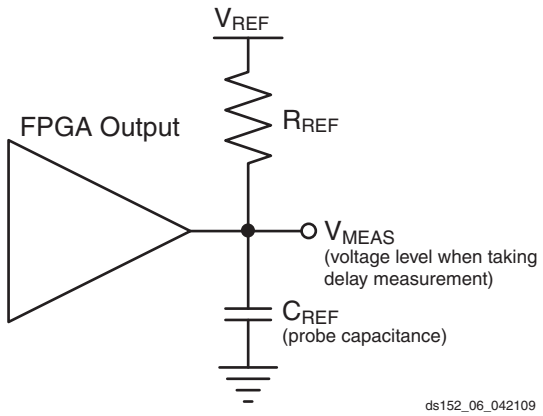
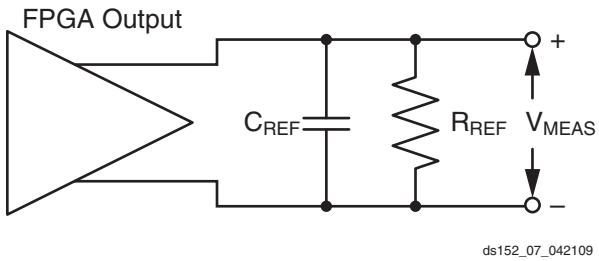

Figure 6: **Single Ended Test Setup**
Figure 7: **Differential Test Setup**
5. This is an input voltage reference that bears no relation to the V_{REF} / V_{MEAS} parameters found in IBIS models and/or noted in Figure 6.
Output delays are measured using a Tektronix P6245 TDS500/600 probe (< 1 pF) across approximately 4" of FR4 microstrip trace. Standard termination was used for all testing. The propagation delay of the 4" trace is characterized separately and subtracted from the final measurement, and is therefore not included in the generalized test setups shown in Figure 6 and Figure 7.